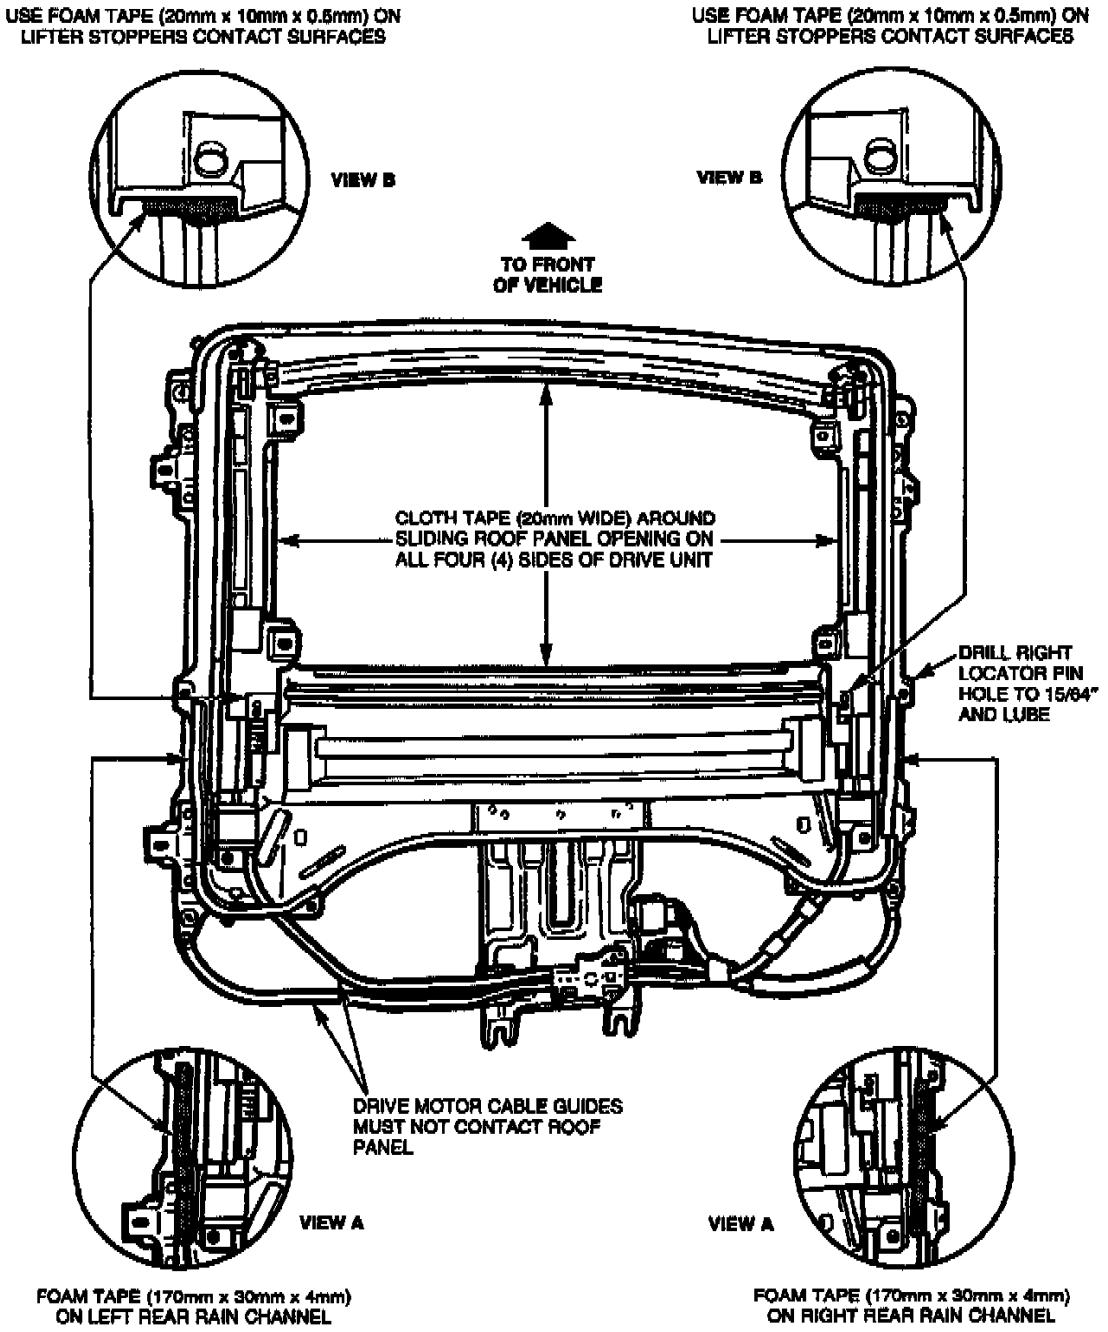

Figure 1
7. Refer to Figure 1 for Steps 7a through 7d.
a. Apply foam tape (approximately 170 mm long x 30 mm wide x 4 mm thick) to both outer edges of rain channel (Figure 1, View A).
b. Apply felt tape (approximately 20 mm long x 10 mm wide x 0.5 mm thick) to both lifter stoppers contact surfaces (Figure 1, View B).
c. Apply cloth tape (approximately 20 mm wide) to sliding roof panel opening on all four (4) sides of drive unit.
MAKE SURE THAT THE DRIVE MOTOR CABLE GUIDES DO NOT CONTACT THE ROOF PANEL WHEN INSTALLED (FIGURE 1).